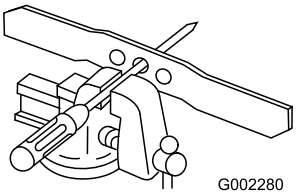

Bild 33
1. Prüfen Sie die Auswuchtung des Messers, indem Sie das mittlere Loch im Messer über einen Nagel oder einen Schraubenzieherschaft hängen, den Sie horizontal in einen Schraubstock einklemmen (Bild 33).